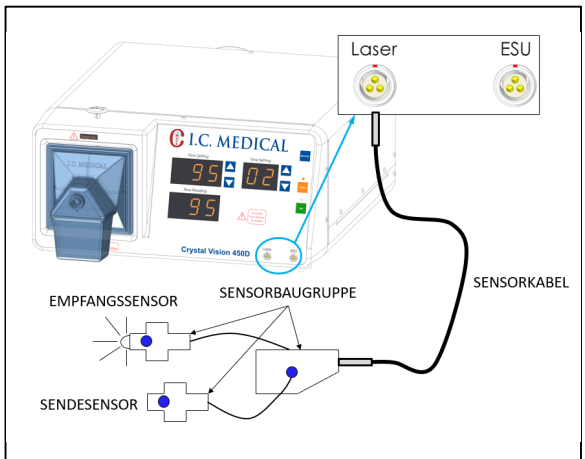

Abbildung 6: Installation des Lasersensors
1. Schließen Sie das Sensorkabel (Abbildung 6) an den LASER-Anschluss des CRYSTAL VISION® Gerätes und an die Sensor-Anschlussbox.